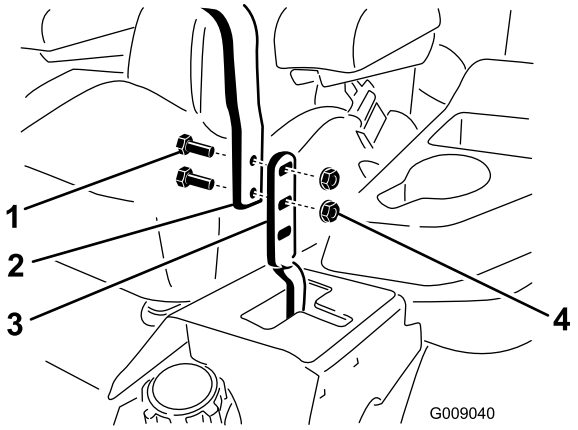

Figur 60
3. Lossa skruvarna och flänsmuttrarna som fäster handtagen vid spakarna (Figur 60).